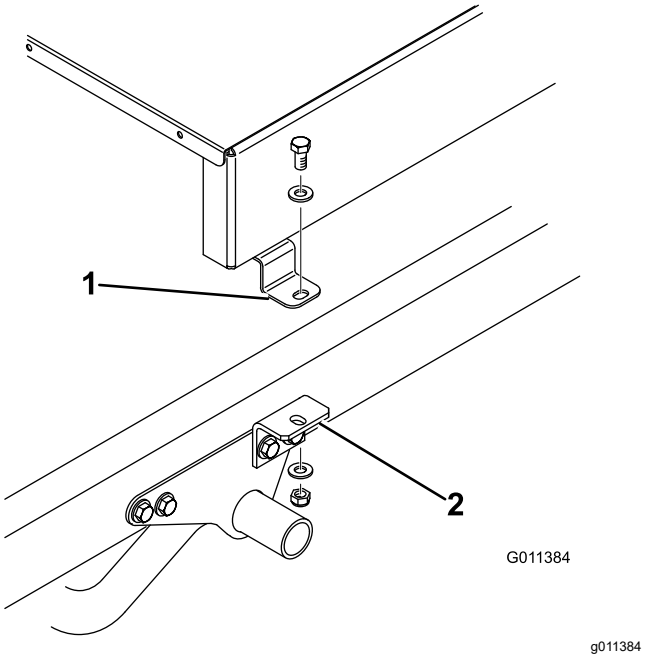
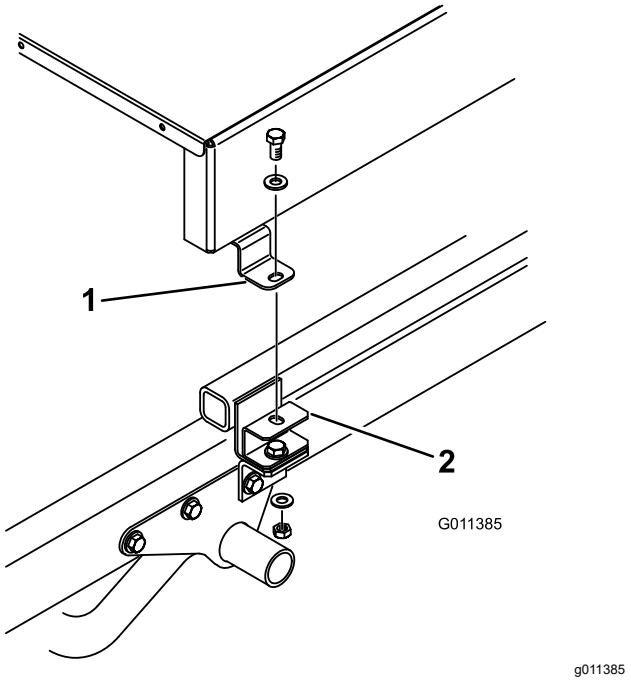

**Figuur 10**
**Figuur 11**
8. Bevestig de bovenkant van de werktuigbeugels (Figuur 10) of tussenring (Figuur 11) losjes aan de montagelip aan elke kant van de topdresser; gebruik hierbij een inbusbout (½" x 1"), 2 platte ringen en een borgmoer. Draai alle bevestigingen vast.